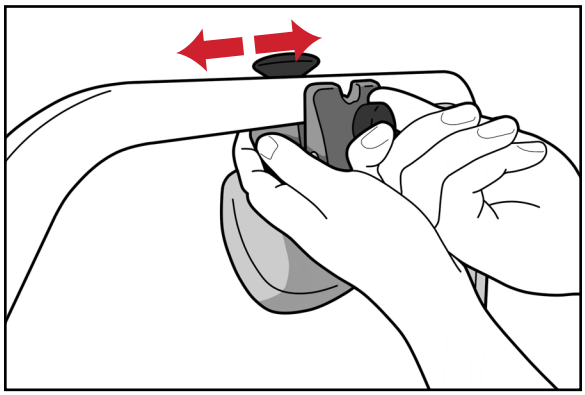

Figure 11
1. Avec le bouton de verrouillage desserré, faire glisser la pince de compression vers la position souhaitée et la fixer en serrant le bouton de verrouillage. (Figure 11)